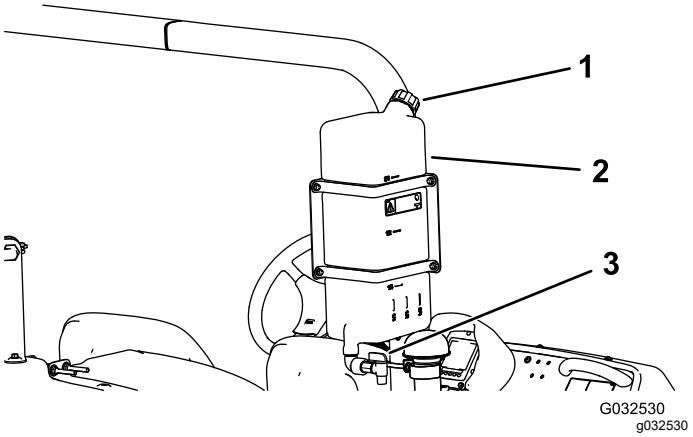

**Bild 29**
- Schrauben Sie zum Füllen des Behälters den Deckel oben am Behälter ab, füllen Sie den Behälter mit frischem Wasser und schrauben den Deckel auf (Bild 29).
- Drehen Sie zum Öffnen des Hahns am Frischwasserbehälter den Hebel am Hahn (Bild 29).